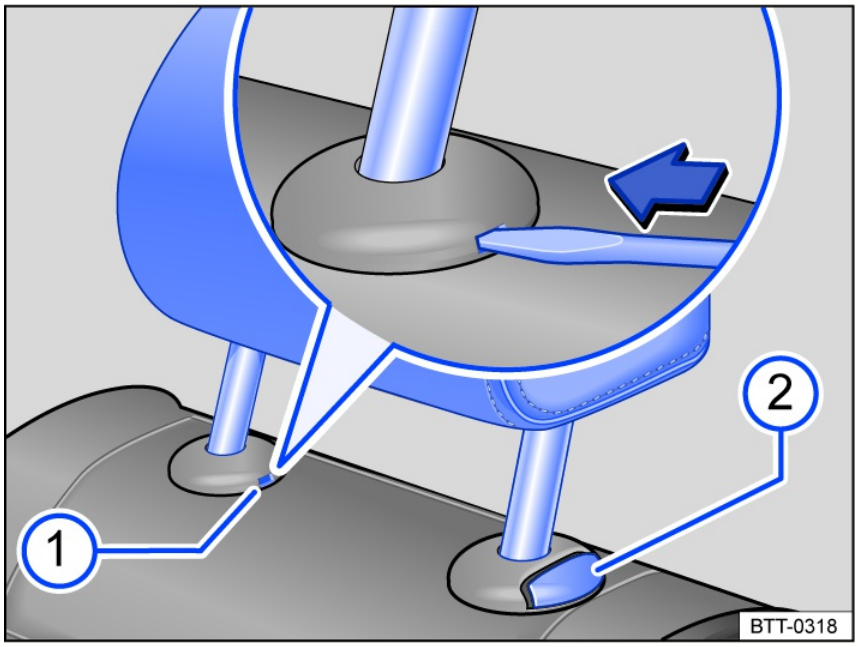

Fig. 69 Rear head restraint: removing.
3. Push the flat edge of a screwdriver into the slot of the cap *fig. 69* in the direction of the arrow, and hold in this position.
4. At the same time, press the button *fig. 69* while a second person pulls the head restraint all the way out.
3. Push the head restraint downward while pressing the *fig. 69* button.